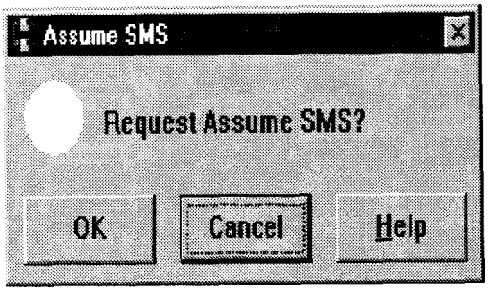

FIGURE 4-24. ASSUME SMS WINDOW
2. Observe the Assume SMS confirmation window (Figure 4-24).